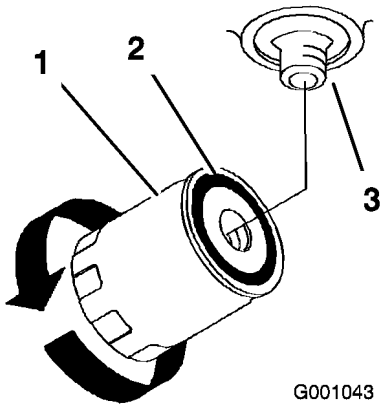

Figur 64
4. Stryk på ett tunt lager hydraulolja på utbytesfiltrets gummipackning (Figur 64).
6. Fyll hydraultanken med hydraulolja tills den flödar över vid filtret, och vrid sedan oljefiltret medsols tills gummipackningen kommer i kontakt med filteradaptern. Dra sedan åt filtret ytterligare 1/2 varv (Figur 64).